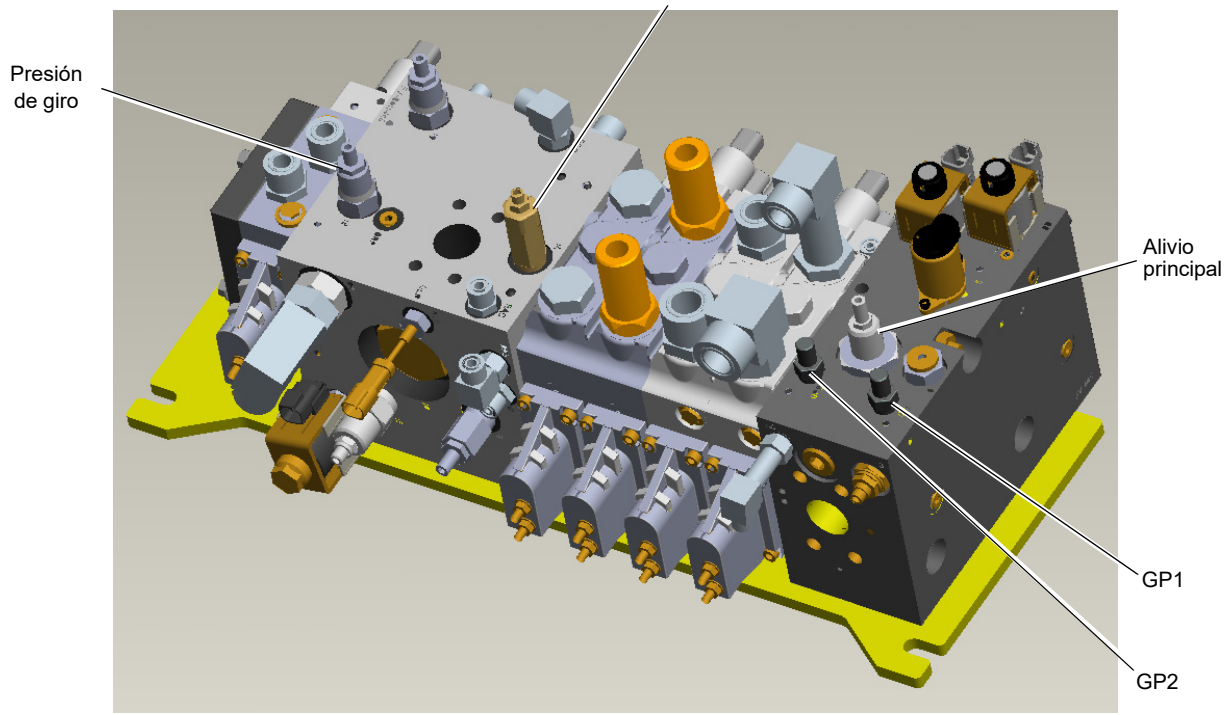
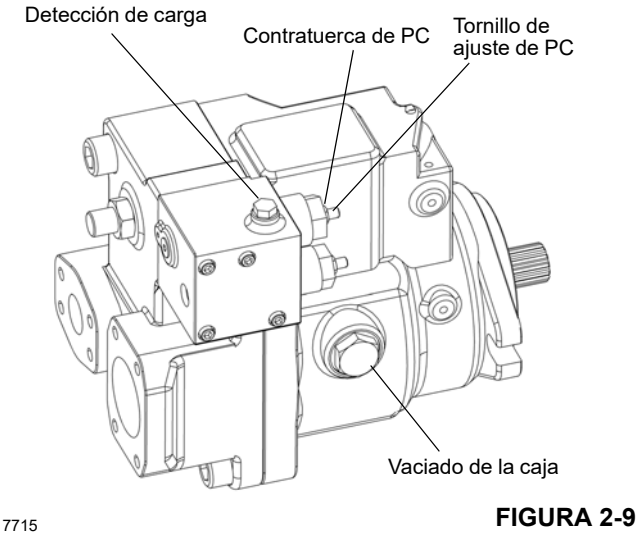

FIGURA 2-6
FIGURA 2-9
8. Instale un manómetro en la lumbrera de manómetro de la bomba (GP1) en la válvula de control de sentido (DCV) (Figura 2-6).
Para revisar la presión de margen, se generan dos presiones ya que el circuito de giro de la grúa necesita 28 bar (400 psi) de contrapresión todo el tiempo. Esto significa que cuando se instala un manómetro en la lumbrera de detección de carga (GP2 en la Figura 2-6), la presión indicará el alivio que está presente en el circuito de giro. Por ello, la contrapresión de giro se debe verificar primero.
1. Instale un manómetro en la lumbrera de presión de la bomba (GP2) en la DCV (Figura 2-6).
1. Instale un manómetro en la lumbrera de presión de la bomba (GP1) en la DCV (Figura 2-6).
Para poder ajustar la presión máxima de la bomba, el ajuste de la válvula de alivio de detección de carga (LSRV) se debe elevar a un valor más alto que el del ajuste deseado de la presión de bomba máxima. Para elevar el ajuste de la LSRV (Figura 2-6) afloje la contratuerca (hexagonal de 1/2 pulg) y gire la tuerca hexagonal de ajuste (4 mm) en sentido horario hasta que toque fondo. Esto debería resultar en un ajuste de aproximadamente 345 bar (5000 psi).
5. Instale un manómetro con capacidad mínima de 414 bar (6000 psi) en la lumbrera de manómetro de bomba GP1 (Figura 2-6).
2. Si la indicación de presión está por debajo del ajuste de presión máxima de la bomba, eleve el tornillo de ajuste de compensación de presión (PC) de la bomba como se muestra en la (Figura 2-9). Afloje la contratuerca M8 y utilice una llave Allen de 4 mm para hacer el ajuste. El giro en sentido horario aumenta el ajuste; cada vuelta representa 100 bar (1450 psi).
3. Aumente el ajuste del compensador de presión (PC) hasta alcanzar 345 bar (5000 psi) en el manómetro. Se debe escuchar un silbido en la línea de alivio principal y se debe sentir un caudal grande de aceite hacia el depósito en la línea de retorno al depósito hidráulico. Esto significa que se alcanzó el ajuste de alivio principal.
4. Si no se puede llegar al ajuste de 345 bar (5000 psi), se debe aumentar el ajuste de la válvula de alivio principal (consulte la Figura 2-6). Para ello, afloje la contratuerca de 3/4 pulg y utilice una llave Allen de 3/16 pulg para hacer el ajuste. El giro en sentido horario aumenta el ajuste; cada vuelta representa 91 bar (1315 psi). Asegúrese de volver a apretar la contratuerca de 3/4 pulg a 8 Nm (6 lb-pie) cuando el ajuste es correcto.
5. Una vez que se alcanza el ajuste de alivio principal, el ajuste del compensador de presión (PC) de la bomba se debe devolver al valor de la Tabla 2-2. Vea “D. Ajuste de la presión máxima de la bomba”.
1. Instale un manómetro de 414 bar (6000 psi) en la lumbrera de presión de la bomba (GP1) en la DCV (Figura 2-6).
2. Arranque el motor y active la palanca del malacate. Ajuste la válvula de ajuste de compensador de presión (PC) (Figura 2-9) en sentido contrahorario para obtener la presión correcta. Consulte la Tabla 2-2 para una indicación correcta de la presión máxima de la bomba.
1. Instale un manómetro de 345 bar (5000 psi) en la lumbrera de presión de la bomba (GP2) en la DCV (Figura 2-6).
3. Si la presión de LSRV no es correcta, apriete el tornillo de LSRV como se muestra en la Figura 2-6.